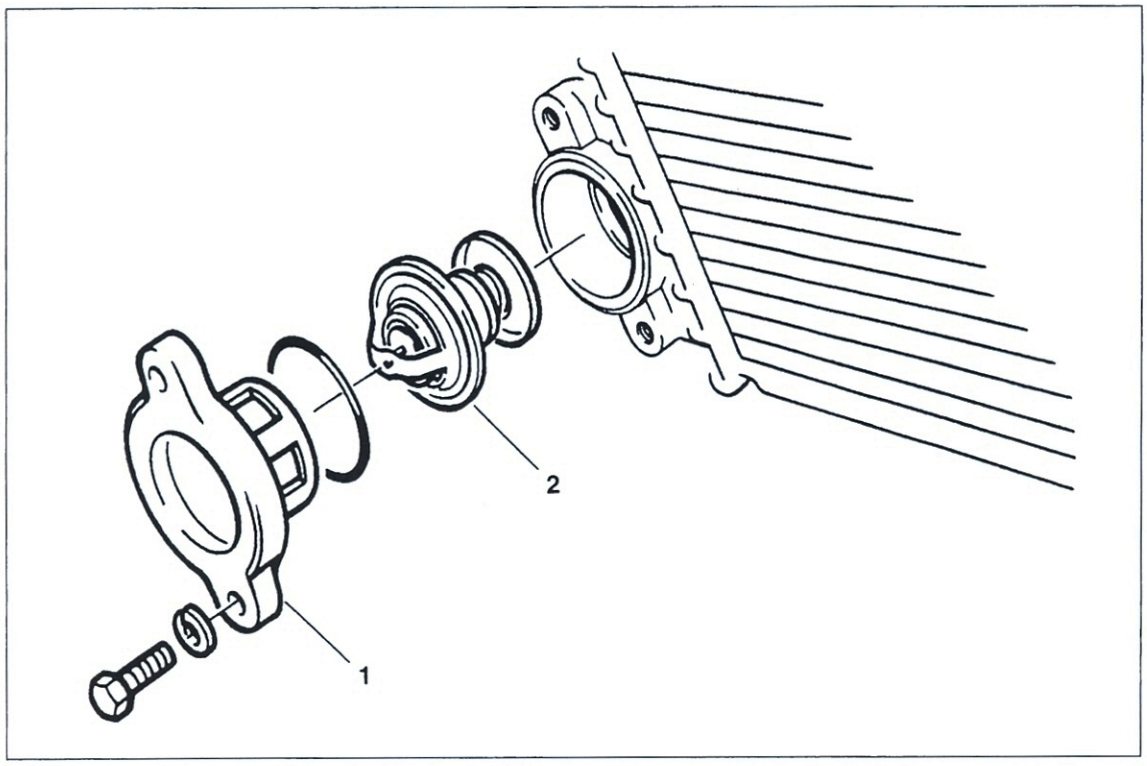

Bild 91
- Thermostatventil (Bild 91) einsetzen und Deckel anbringen (3 Nm).